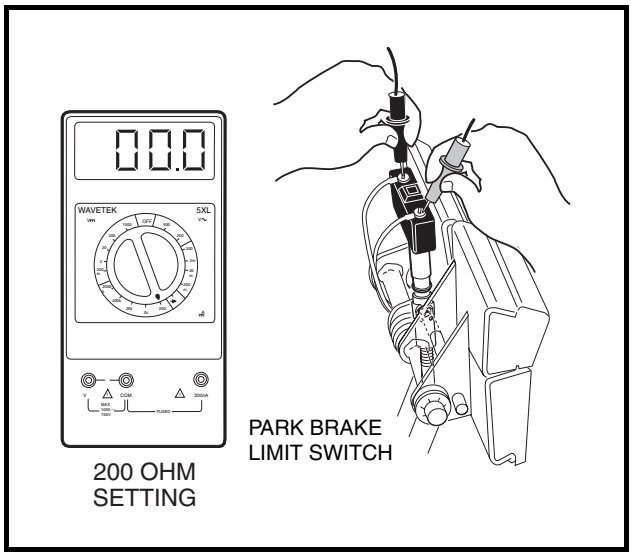

Figure 11-54 Check Park Brake Limit Switch Circuit
2. Using a multimeter set to 200 ohms, place the probes onto the two terminal screws securing the brown and red/white wires to the switch located at the top of brake pedal assembly **(Figure 11-54, Page 11-51)**.